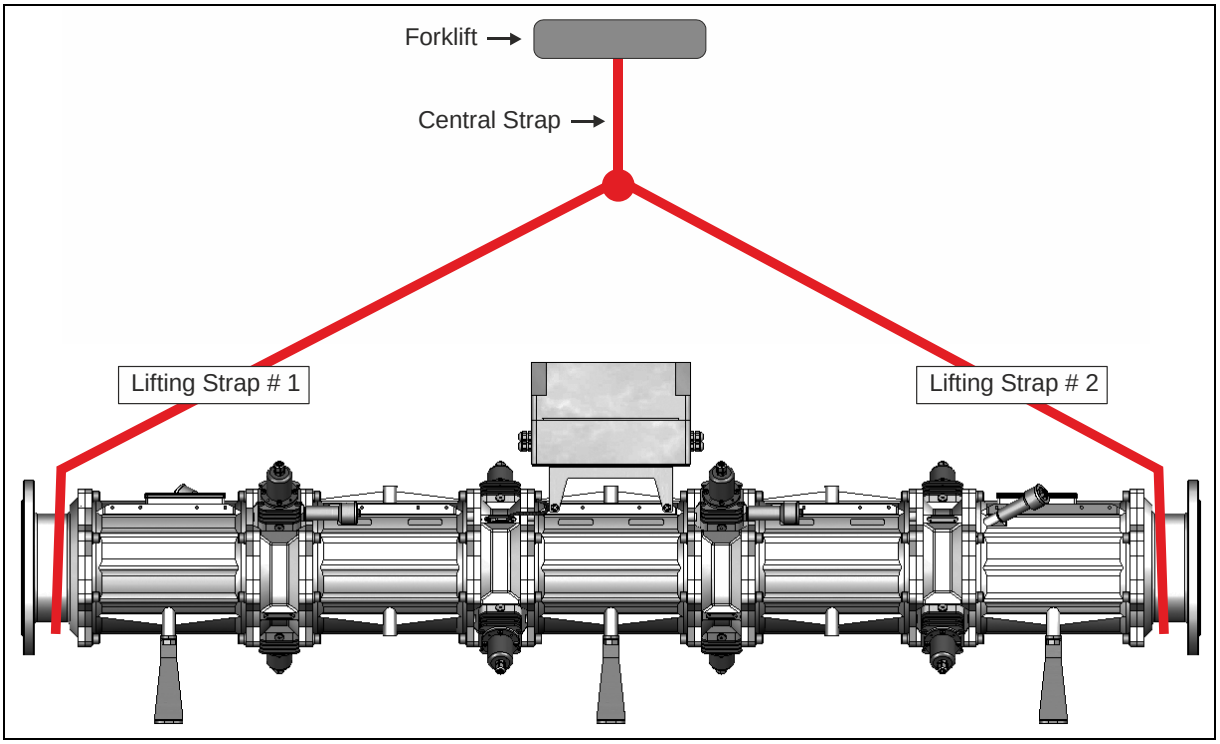

Figure 1: Lifting Strap Locations for the RZ163-14 Unit (for Illustration purposes only)
2. The unit should be lifted by two straps looped around the end fittings, and joined by a third central strap that will be connected to the forklift, as shown in Figure 1.